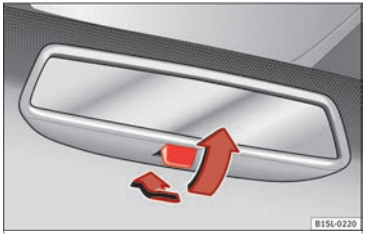

Fig. 69 Manual anti-dazzle function for rear vision mirror
- Pull the lever to the back to select the anti-dazzle function ››› **Fig. 69**.